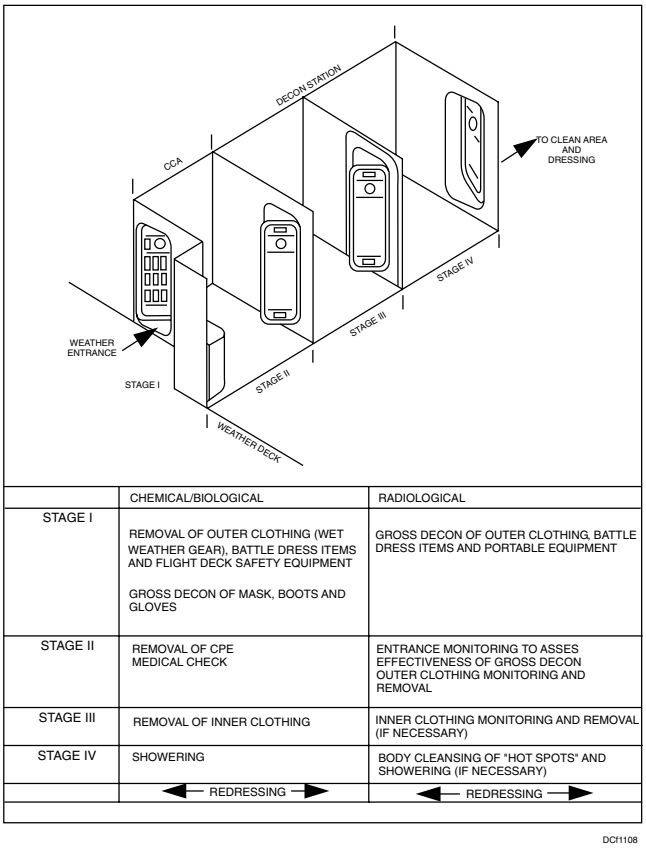

Figure 11-8. CCA/decontamination station for CPS-equipped ships.
2. CPS DECONTAMINATION STATION. Ships that have a Collective Protection System (CPS) (fig. 11-8) with Total Protection (TP) zones have a dedicated four-compartment decon station with access to the weatherdeck in each TP zone. This type of facility is referred to as a CPS decontamination station. There are differences in the extent of CPS coverage on different classes or flights of ships and even among ships of the same class or flight. It is possible for a ship with partial CPS coverage to have both CPS and conventional decon stations. For further information refer to *NSTM*, chapter 070.